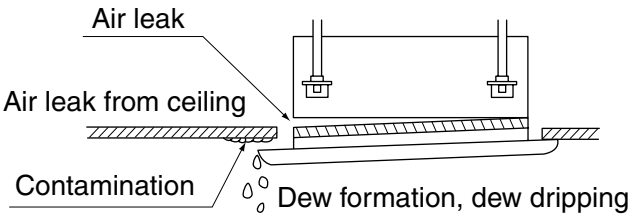

Fig. 6
- Inproper screwing of the screws may cause the troubles shown in Fig. 6 Screw properly.